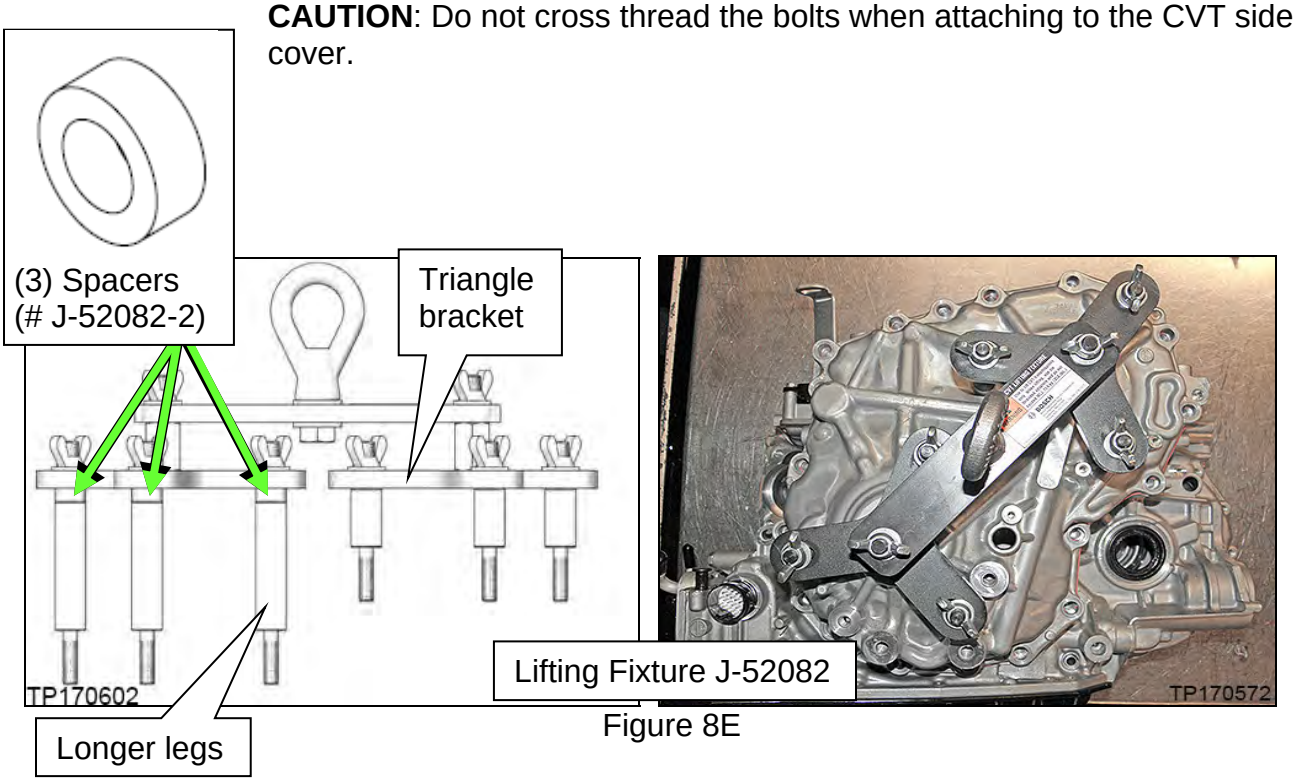

Figure 8E
7. Attach universal Lifting Fixture J-52082 with spacers J-52082-2 to the side cover as shown in Figure 8E.
b. Confirm that three (3) spacers (# J-52082-2) are present between the longer legs and triangle bracket as shown in Figure 8E.